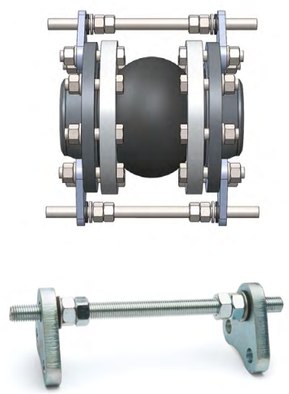

рис. 3
- стержни ограничивают компенсатор от чрезмерного сжатия – гайки и шайбы устанавливаются с внутренней стороны кронштейна (рис. 3);